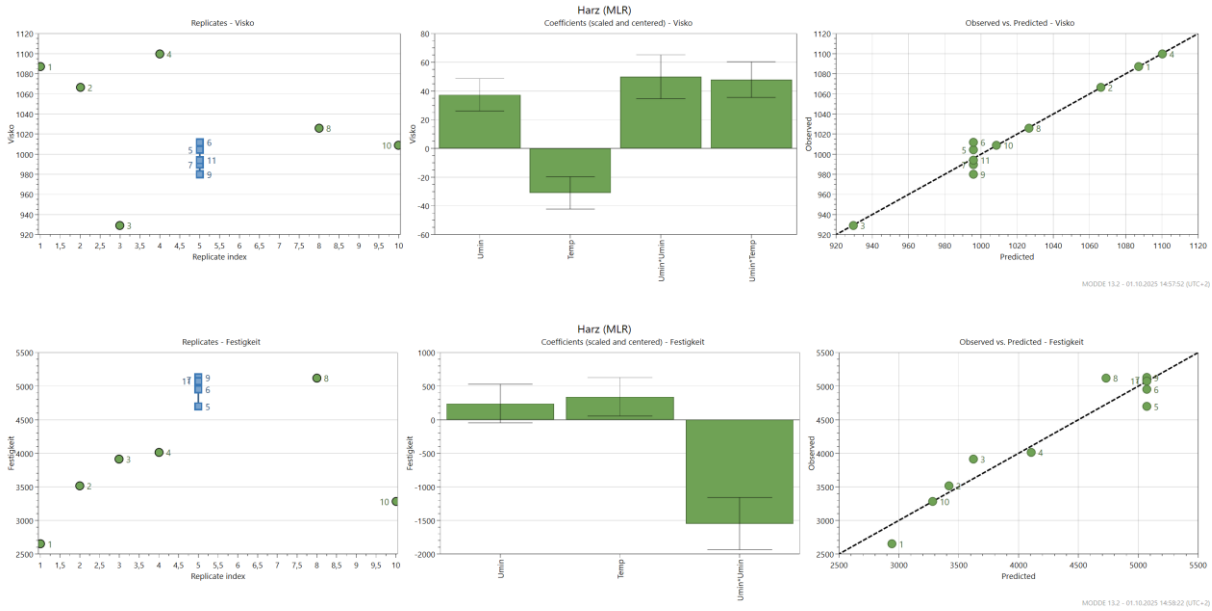

Abbildung 4: Darstellung beider Zielgrößen in „Replicate Plot", „Koeffizienten Plot" und „Observed vers Predicted Plot" (SW: Modde)
- **Replicate Plot (links) Abbildung 4**
- **Koeffizienten Plot (Mitte) Abbildung 4:**
• Observed vs. Predicted Plot (Rechts) Abbildung 4: